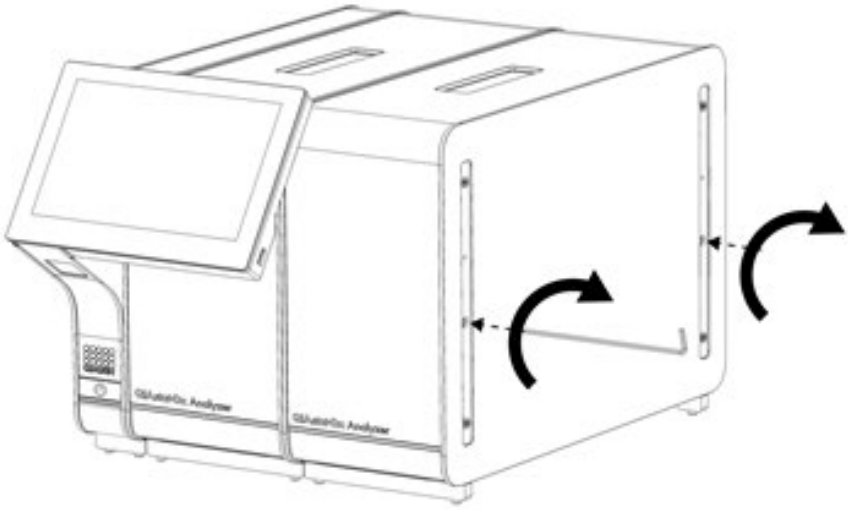

Figur 16. Innretting og festing av den ekstra analytiske modulen.
4. Innrett den nye analytiske modulen med den eksisterende analytiske modulen. Stram skruene med monteringsverktøyet for den analytiske driftsmodulen. Dette er inkludert i leveransen av QIAstat-Dx Analyzer 2.0 (figur 16).